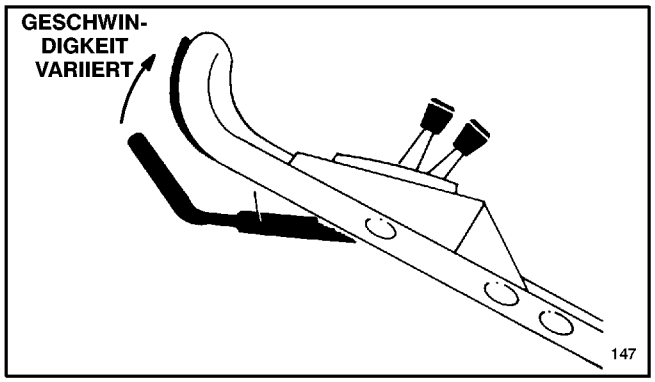

Abbildung 12
5. FAHRBETRIEB—Den Geschwindigkeitshebel auf die gewünschte Einstellung stellen und zum Fahren den Antriebshebel gegen den Gestängegriff drücken. **Die Grundgeschwindigkeit kann durch Erhöhen oder Verringern der Distanz zwischen Antriebshebel und Griff variiert werden (Abb. 12).** Bei Kurven, Manövern, oder wenn Ihnen der Mäher zu schnell ist, den Antriebshebel herunterlassen, um den Mäher zu verlangsamen. Wenn der Antriebshebel zu schnell heruntergelassen wird, stoppt der Selbstantrieb des Mähers. Den Antriebshebel dichter an den Griff drücken, um die Grundgeschwindigkeit zu erhöhen. Wenn der Antriebshebel dicht am Griff anliegt, arbeitet der Selbstantrieb bei maximaler Grundgeschwindigkeit. Der Antriebshebel braucht für den Selbstantrieb nicht fest gegen den Griff gedrückt zu werden. Den Geschwindigkeitsregler auf Ⓝ stellen, wenn der Mäher zum Trimmen verwendet wird, und wenn er unbeaufsichtigt bleibt.